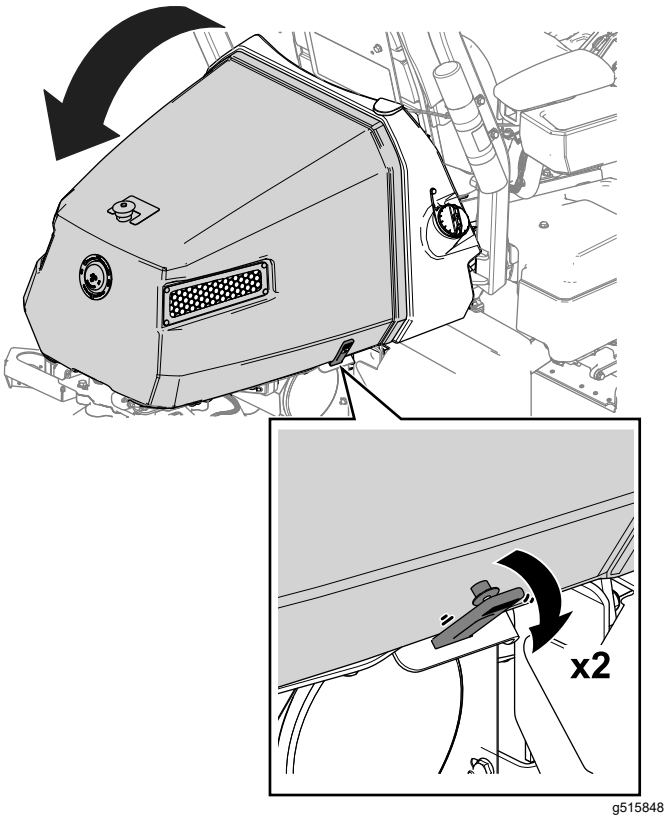

Figura 42
1. Abra los cierres en cada lado del capó (Figura 42).
2. Levante el capó (Figura 42).